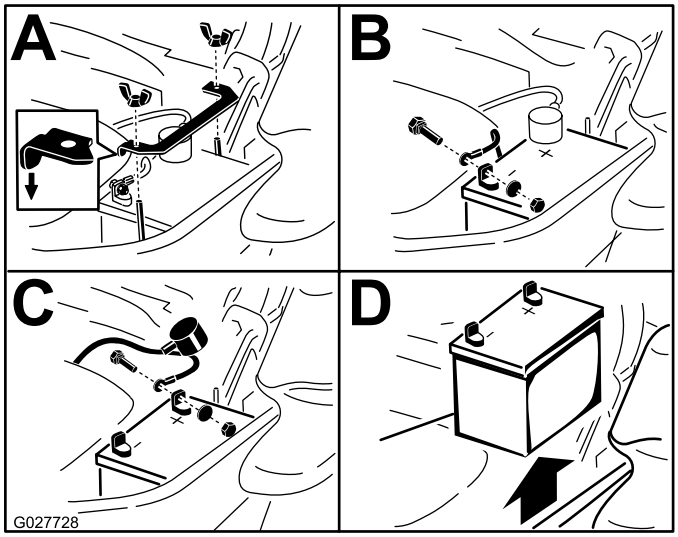

Figur 62
3. Afbryd først batteriets (sorte) minuskabel fra batteriets (sorte) minuspol (–) (Figur 62).
4. Skub den røde klemme af batteriets (røde) pluspol, og fjern batteriets (røde) pluskabel (+) (Figur 62).
5. Fjern den vingemøtrik, som fastgør batteriets spændestykke (Figur 62).
6. Fjern spændestykket (Figur 62).
1. Placer batteriet i bakken, så polerne vender væk fra hydrauliktanken (Figur 62).
4. Fastgør kablerne med 2 bolte, 2 spændeskiver og 2 låsemøtrikker (Figur 62).
6. Monter spændestykket, og fastgør det med vingemøtrikken (Figur 62).